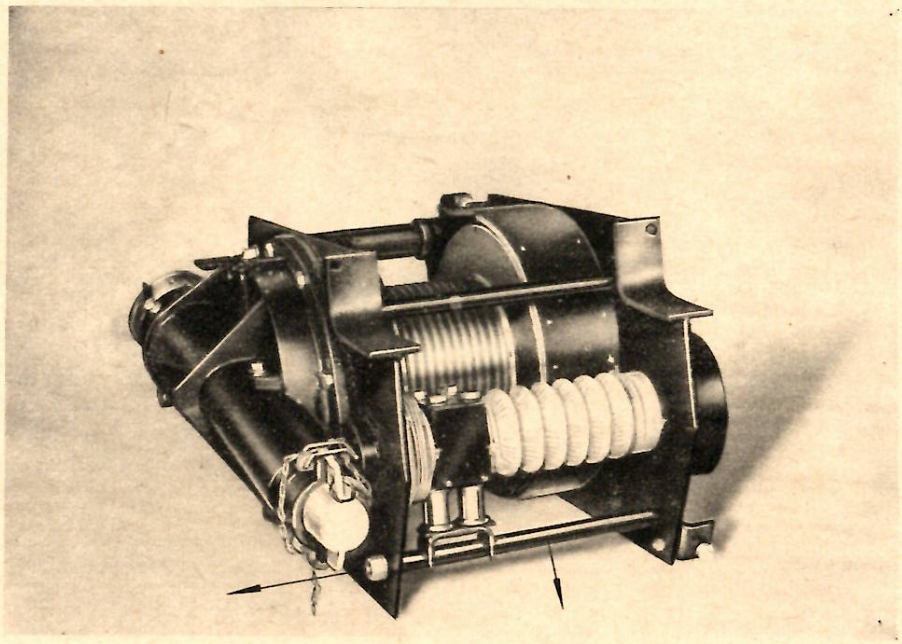

Bild 11
c) Distanzrohr entfernen (vergl. Bild 11)